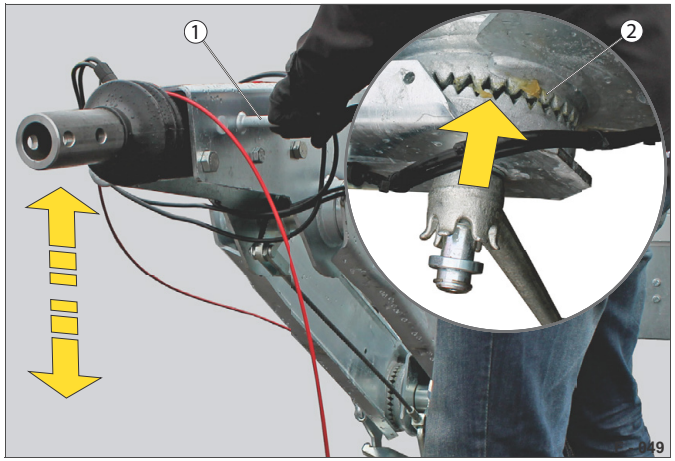

Abb. 47 Přizpůsobení výšky
▶ Uchopte rukojeť oběma rukama (Abb. 47/1) a nastavte VN trojúhelníkovou oj na výšku spojky tažného vozidla.
Ozubení (Abb. 47/2) se uvolní.